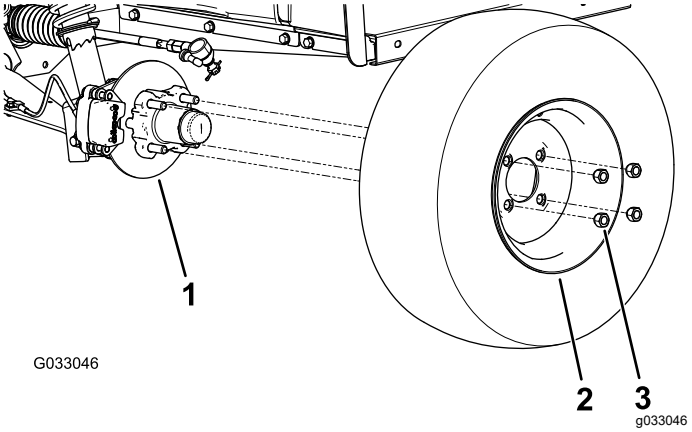

Figur 31
2. Ta bort de fyra hjulmuttrar som håller fast hjulet vid navet (Figur 31).
4. Rikta in hålen i hjulet med tapparna i navet, och montera hjulet på navet med ventilskaftet utåt (Figur 31).
5. Fäst hjulet vid navet med hjulmuttrarna (Figur 31).